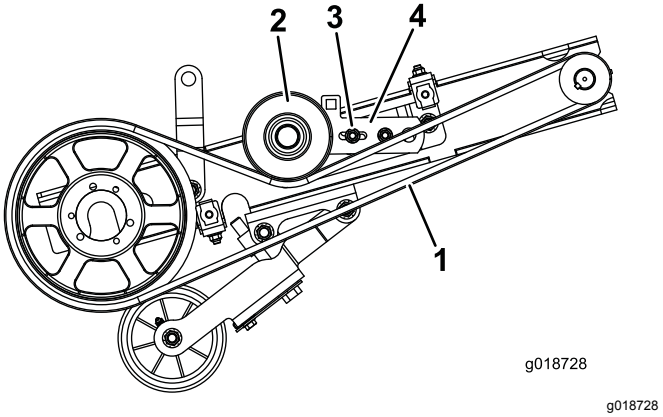

Figura 24
1. Rimuovete il dado e il bullone che fissano la staffa della puleggia tendicinghia (bullone nel foro ad asola della staffa) alla staffa di regolazione della tensione (Figura 24).
4. Rimuovete il paracinghia inferiore e la cinghia di azionamento del cilindro (Figura 24).